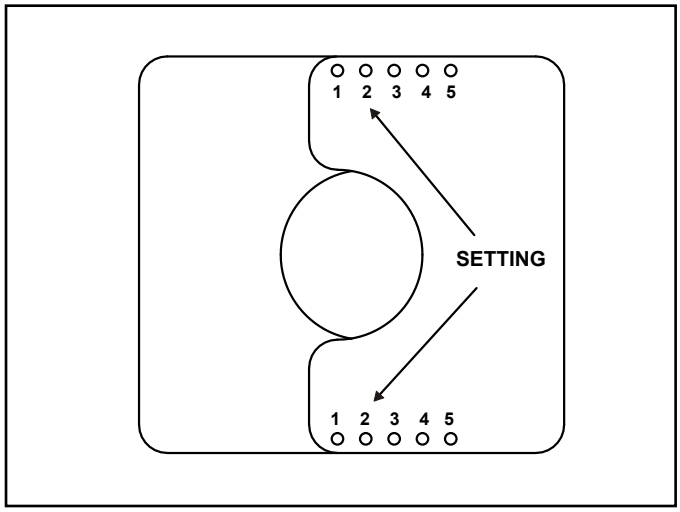

**Figure 4.17 Set the Exhaust Restrictor**
3. The setting for ECHEL36IN-C, ECHEL48IN-C, ECHEL60IN-C and ECHEL72IN-C is a 2.5 inch setting, or 2-2. Align the holes marked “2” on the numbered exhaust restrictor piece with the hole on the other exhaust restrictor piece. See Figure 4.17. Align the exhaust restrictor pieces with the pilot holes in the inner firebox chamber. Use two 1/2 inch self-piercing screws to secure vent restrictor to firebox heat shield.
2. The setting for ECHEL36STIN-C and the ECHEL48STIN-C is a 2.5 inch setting, or 2-2. Align the holes marked “2” on the numbered exhaust restrictor piece with the hole on the other exhaust restrictor piece. See Figure 4.17. Center the exhaust restrictor on the vent and secure in place with two 1/2 inch self-piercing screws.